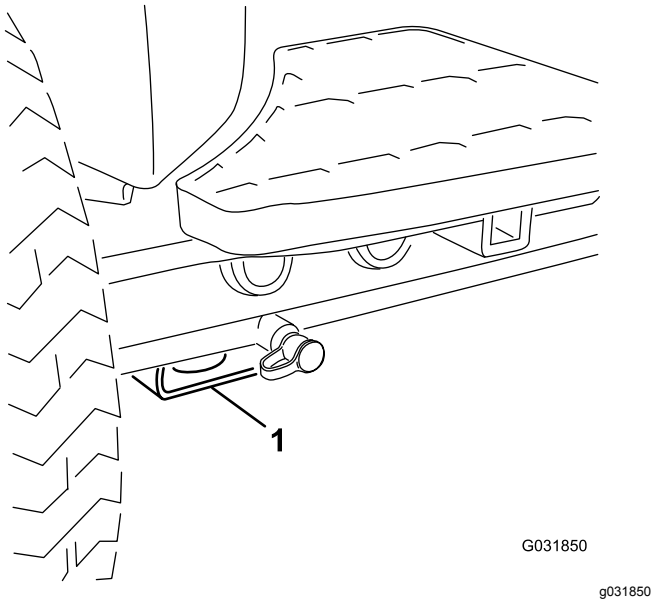

Figur 58
- For – rektangulær plade, under akselrøret, indvendigt i forhold til hvert fordæk (Figur 58).